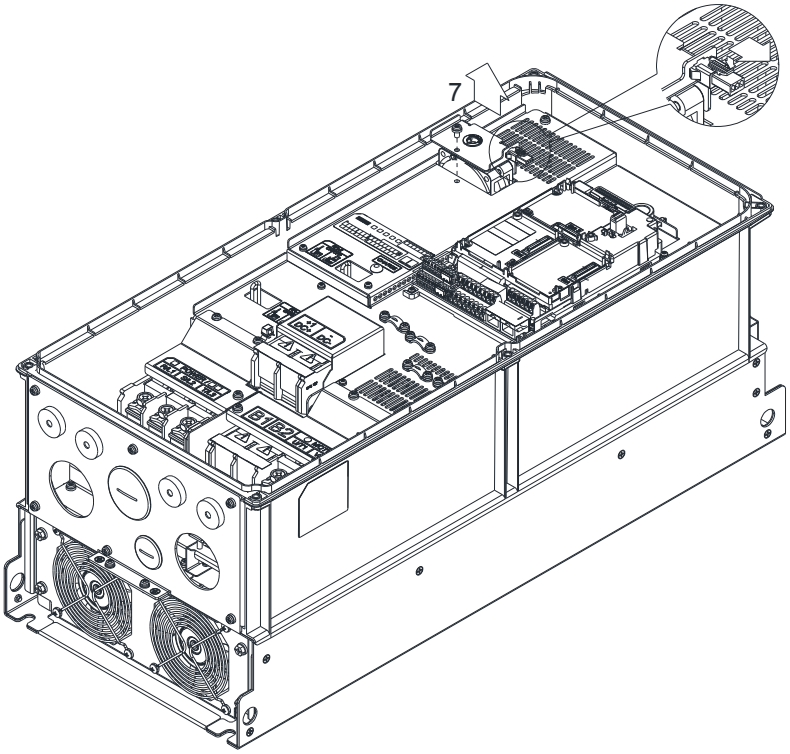

Рис. 3
3. Открутите винты 7 и снимите вентилятор (см. рис. 3)